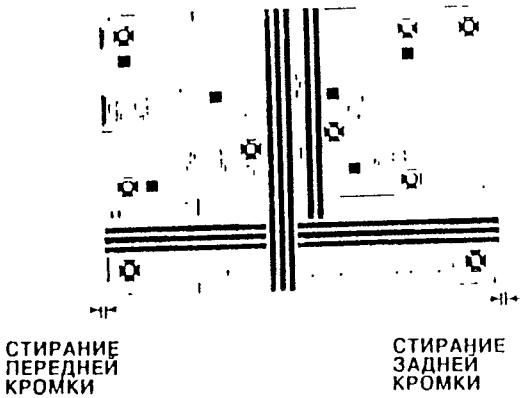

Рис. 1. Проверка ширины стирания
3. Проверьте, что стирание края не превышает 4 мм на передней и задней кромках и что общее суммарное стирание на передней и задней кромке не превышает 7 мм (Рис. 1).
7. Отбросьте первую и последнюю из полученных копий. На оставшихся восьми копиях проверьте, что на них нет черной полосы у края и измерьте расстояние от кромки листа копии до начала скопированного изображения, то есть ширину стертой области (смотрите Рис. 1). Если средняя ширина по всем копиям превышает 4 мм, то оцените, какое новое значение надо установить, коснитесь клавиши Adj Val (значение регулировки) и введите новое значение с цифровой клавиатуры.